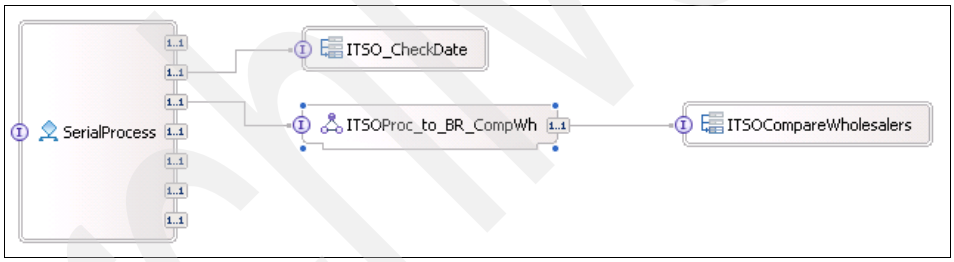

Figure 10-75 Wired ITSOProc_toBR_CompWh
4. In the assembly diagram canvas, right-click **ITSOProc_to_BR_CompWh** and select **Wire to Existing**. The components are wired together as shown in Figure 10-75.